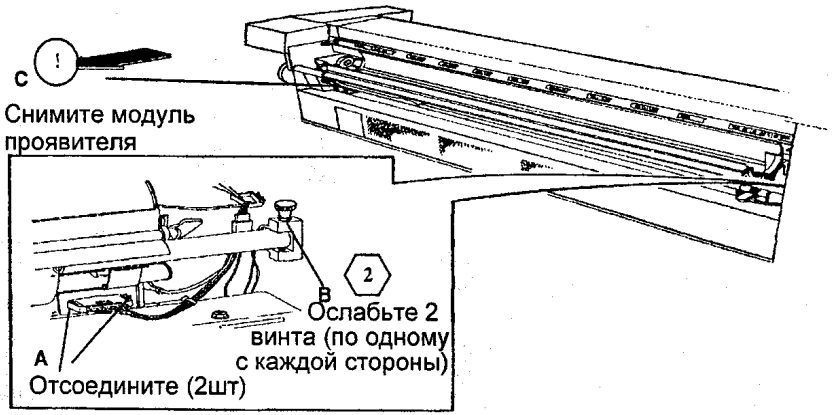

Рис. 2 Снятие модуля проявителя
5. (РИС. 2): СНИМИТЕ МОДУЛЬ ПРОЯВИТЕЛЯ.